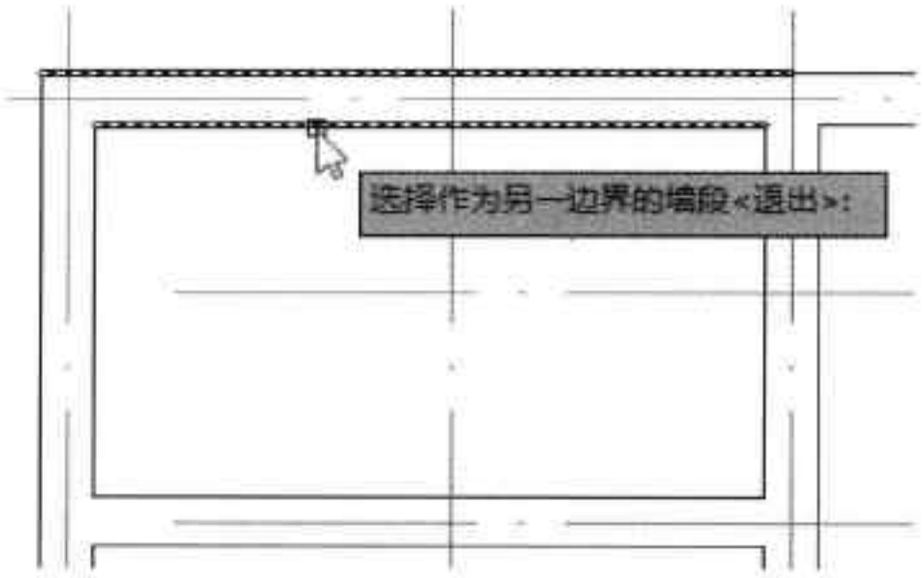

图16-55 选择另一段墙体
Step 03 参数设置完成后，在绘图区域中，选择延长至此的墙体段，如图 16-55 所示。